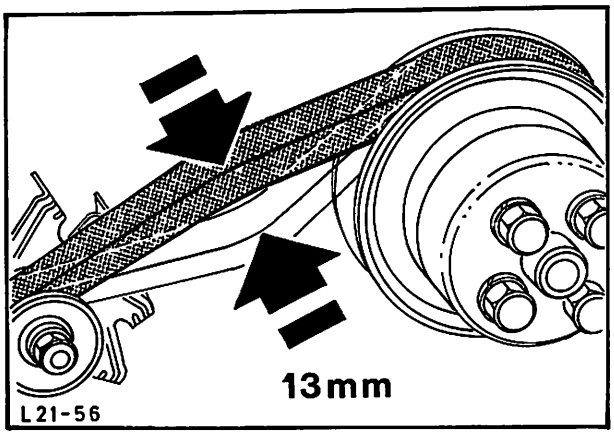

Abb. 75 Keilriemen spannen
59. Keilriemen auflegen und so spannen, daß das Gesamtspiel zwischen Lichtmaschine und Lüfter 13 mm beträgt, Abb. 75.